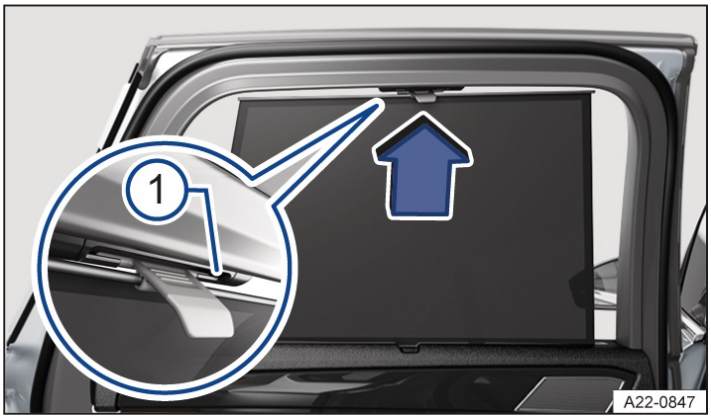

Fig. 1 In the right window: sunshade (general example).
1. Pull the sunshade all the way upward by the handle in the direction of the arrow→ *fig. 1*.